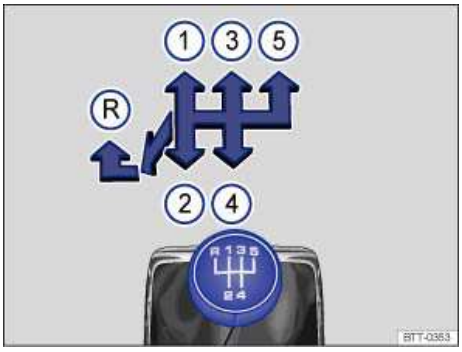
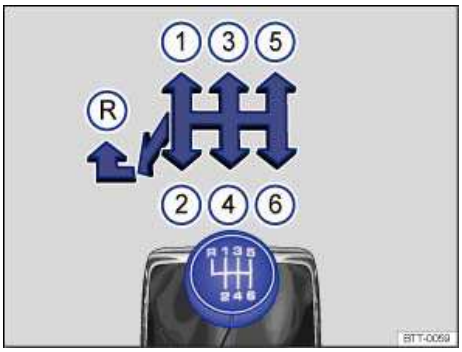

**Fig. 138** Gearshift pattern of a 5-speed manual transmission.
**Fig. 139** Gearshift pattern of a 6-speed manual transmission.
The positions of the individual gears are shown on the gearshift lever ⇒ fig. 138 or ⇒ fig. 139.
- Move the shift lever to the left and then push forward into the reverse gear position ⇒fig. 138 (R) or ⇒fig. 139 (R).